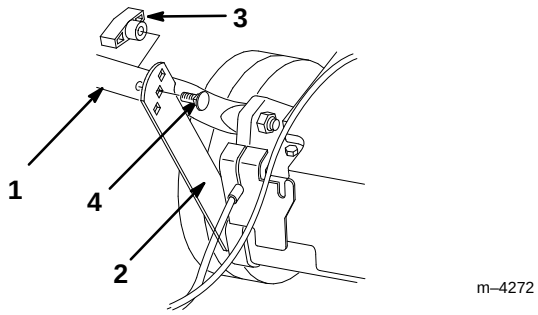

Afbeelding 2
1. Verwijder de vier bouten en knoppen van het onderdeel van de handgreep (twee bouten hebben een platte kop, en de andere twee hebben een kop met een profiel zodat ze in de handgreep passen (Afb. 2).
2. Draai het onderste deel van de handgreep achterwaarts en de steunbeugel omhoog, totdat de steunbeugel op de hoogte van de gaten in de handgreep komt (Afb. 2).
3. Zet de handgreep vast aan de steunbeugels met de twee platte bouten en twee knoppen, waarbij u met behulp van de hoogteverstellingsgaten in de beugels de handgreep in kunt stellen op een voor u geschikte hoogte (Afb. 2).